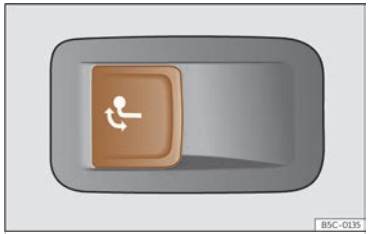

Fig. 187 Al costat esquerre del maleter: tecla per desbloquejar el ganxo de remolc.
- Estireu la tecla ››› **fig. 187** breument. El ganxo de remolc es desbloqueja elèctricament i es gira automàticament cap a fora. L'indicador de control de la tecla fa pampallugues.
- Estireu la tecla ››› **fig. 187** breument. El ganxo de remolc es desbloqueja elèctricament.
- **No premeu mai la tecla ››› fig. 187 quan hi hagi un remolc enganxat o hi hagi muntat un portaequipatges o altres accessoris sobre el ganxo de remolc.**